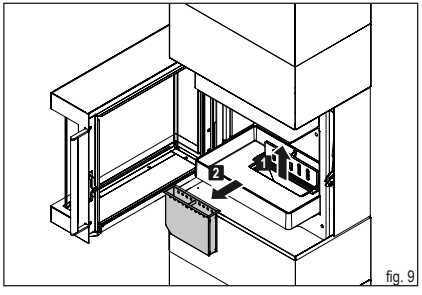

fig. 9
- ► **Rimuovete dal manico il cassetto cenere dall'apertura (fig. 9).**